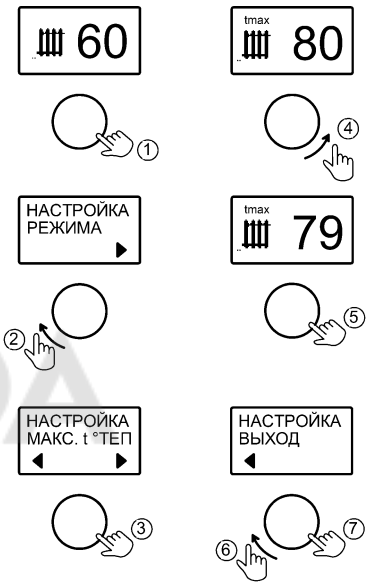

Рисунок 9. Настройка максимальной температуры теплоносителя
10.3 Вкладка **«МАКС. tº ТЕПЛОНОСИТЕЛЯ»** предусмотрена для ограничения максимальной температуры теплоносителя при работе котла во всех режимах, за исключением «ГВС» (см. рис. 9).